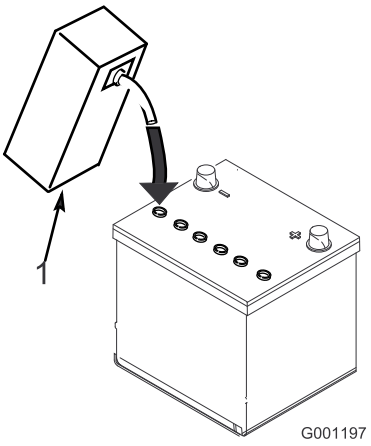

Figur 4
3. Fyld forsigtigt hver celle med elektrolyt, indtil pladerne er dækket med ca. 6 mm væske (Figur 4).
4. Vent ca. 20 til 30 minutter, mens elektrolytten trænger ind i pladerne. Fyld efter behov for at bringe elektrolytstanden op til ca. 6 mm fra bunden af påfyldningshullet (Figur 4).